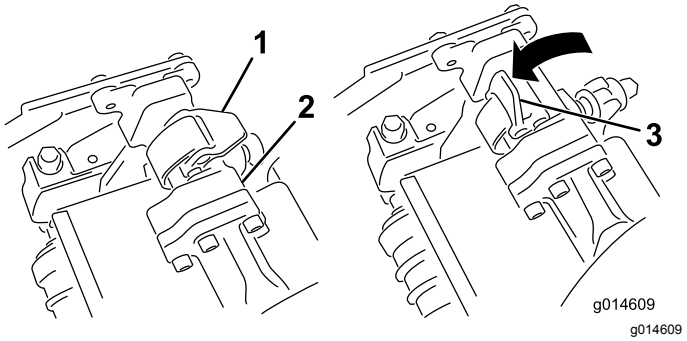
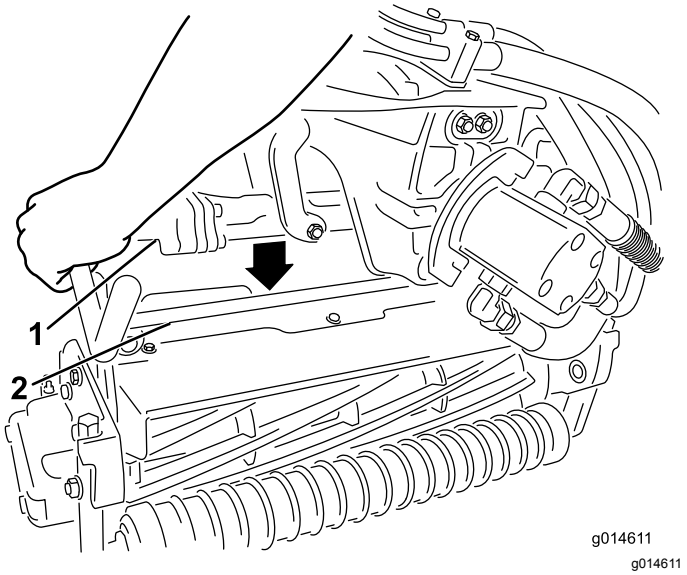

Figuur 29
Figuur 30
3. Zorg ervoor dat de vergrendelingen op de ophangarm omhoog wijzen (dus open staan) (Figuur 29), druk de ophangarm omlaag zodat de stang ervan over de stang aan de bovenkant van het maaidek valt (Figuur 30).
4. Sluit de vergrendelingen rond de stang van het maaidek en vergrendel ze (Figuur 29).
4. Open de vergrendelingen op de stang van de ophangarm van het maaidek dat u wilt verwijderen (Figuur 29).